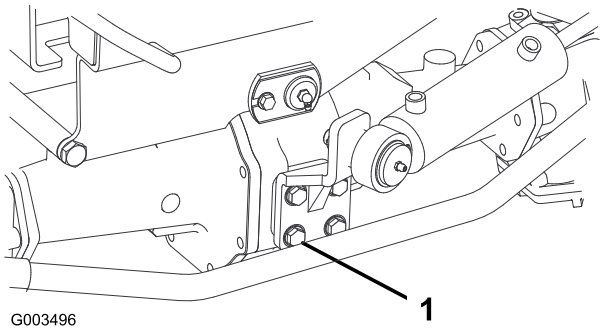

Figur 54
2. Kontroller momentet på styresylinderens monteringsbolter (Figur 54). Dreiemomentet bør være på 65 til 81 Nm.